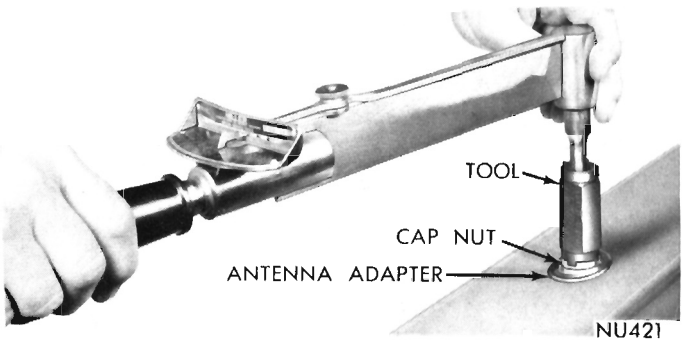

Fig. 8—Tightening Antenna Capnut
(2) Enter antenna body from underneath fender and insert through mounting hole in fender.
(3) Install gasket, adapter and capnut. Tighten capnut to 155 inch-pounds, plus or minus 25 inch-pounds with Tool C-4085 (Fig. 8).